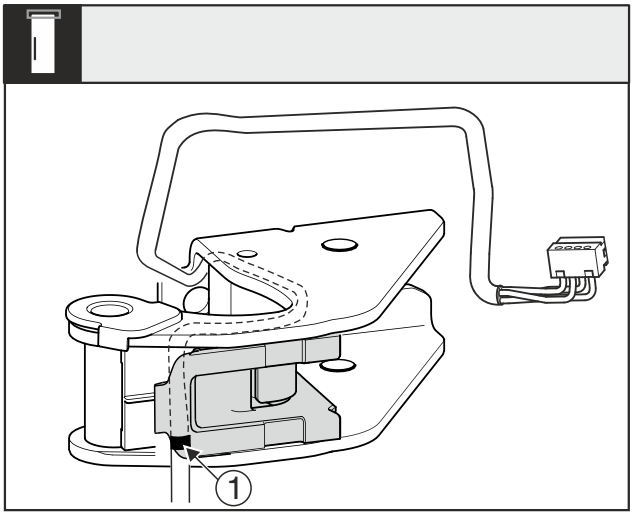

Fig. 29
▷ 中间标识 *Fig. 29 (1)*必须位于电缆支架的边缘。